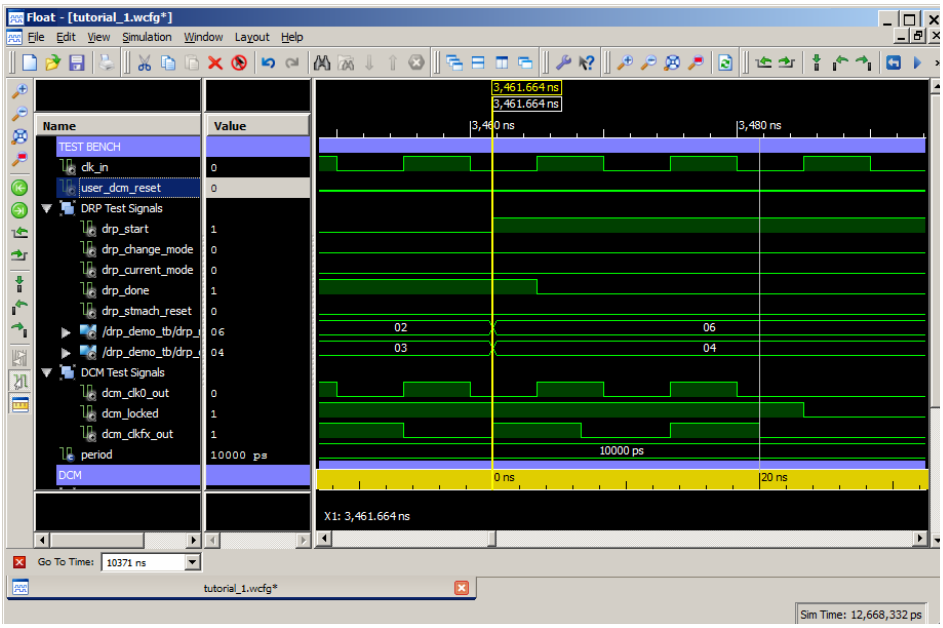

Figure 3-29: **Viewing dcm_clk0_out and dcm_clkfx_out**
3. Repeat step 2 until you can clearly see the rising and falling edges of DCM test signals `dcm_clk0_out` and `dcm_clkfx_out` (see Figure 3-29).